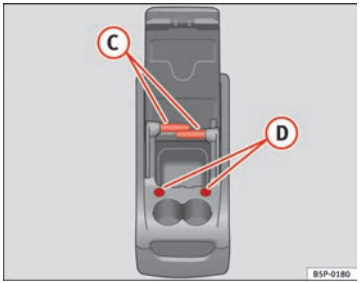

Abb. 112 Zusätzliche Ablage. Funktionen
Für die Benutzung des Tischs (C) ⇒Abb. 112 muss er aus seiner Aufnahme an der Seite der zusätzlichen Ablage herausgenommen und in seiner Halterung (D) ⇒Abb. 112 auf der Frontseite der zusätzlichen Ablage eingehängt werden. ▶